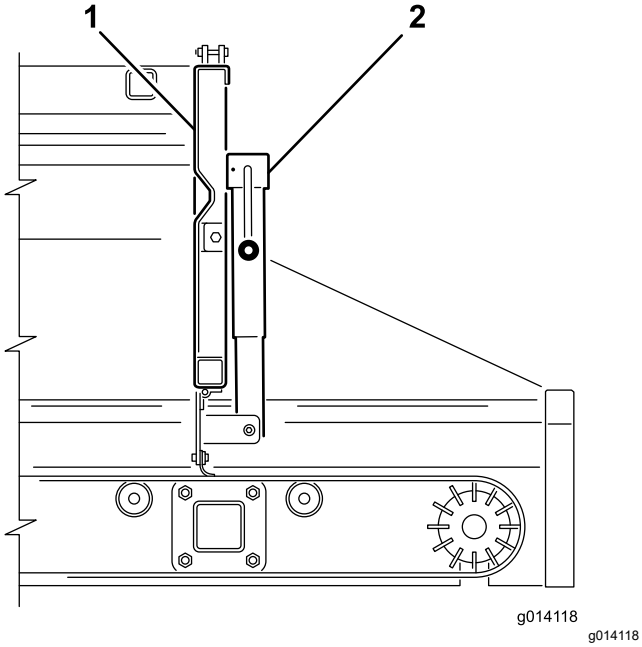
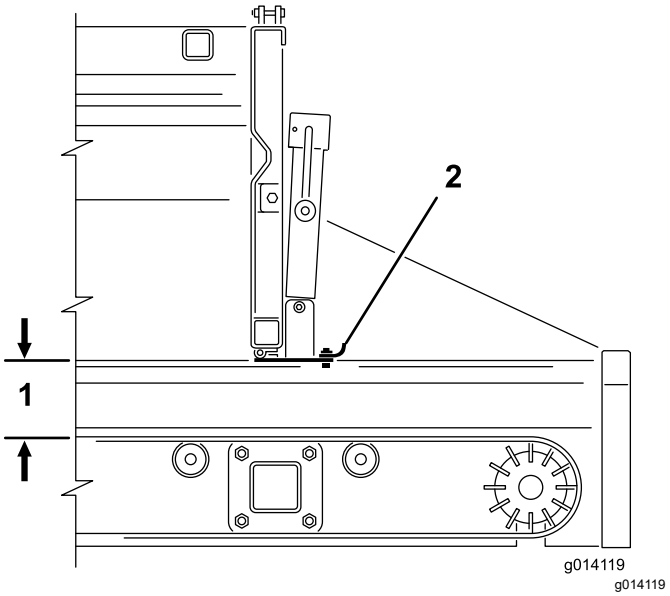

Rysunek 43
Rysunek 44
2. Użyj uchwytu podnośnika, aby otworzyć lub zamknąć regulowaną część klapy tylnej (Rysunek 43 i Rysunek 44). Ogranicza to przepływ materiału przy zastosowaniu osprzętu.